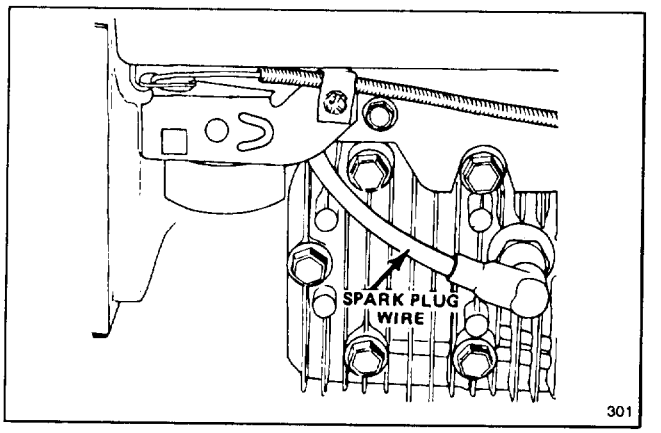

Figure 13
2. Push spark plug wire onto spark plug (Fig. 13).
1. Stop engine and pull wire off spark plug (Fig. 13).
1. Stop engine and pull wire off spark plug (Fig.13).
1. Stop engine and wait for engine to cool. Pull wire off spark plug (Fig. 13).